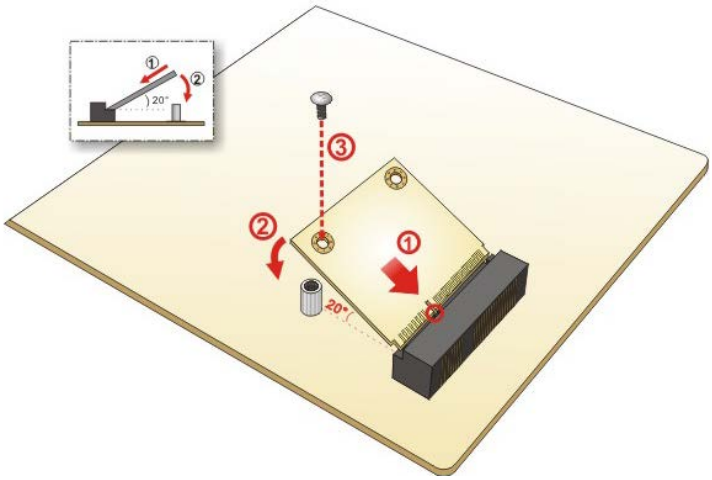

Figure 3-7: mSATA Module Installation
Step 3: Line up the notch on the mSATA module with the notch on the connector. Slide the mSATA module into the socket at an angle of about 20º (**Figure 3-7**).
Step 4: Press the other end of the mSATA module down and secure the module with the previously removed retention screw (**Figure 3-7**).